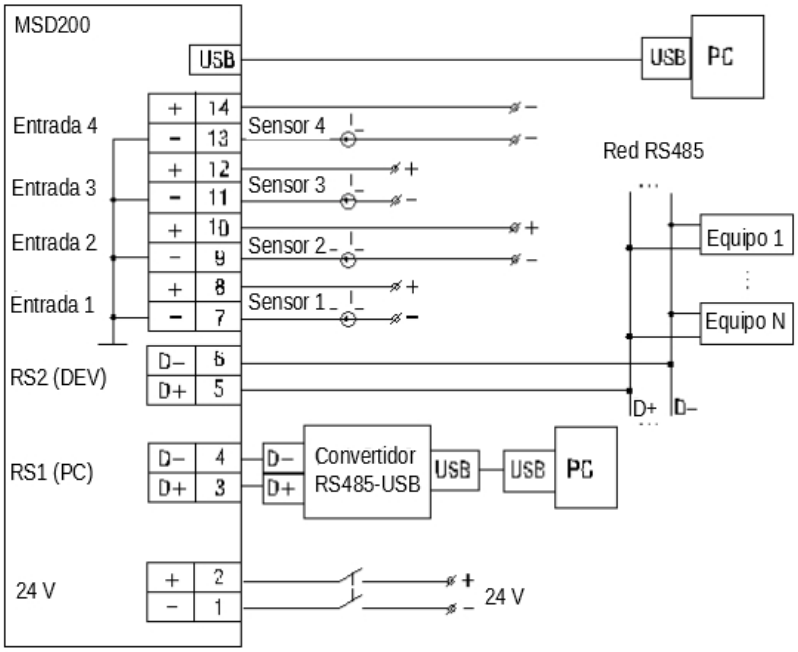

Fig. 5.2 Esquema de las conexiones externas
- Las conexiones eléctricas se muestran en la Fig. 5.2 y la asignación de terminales en la tabla 5.1.